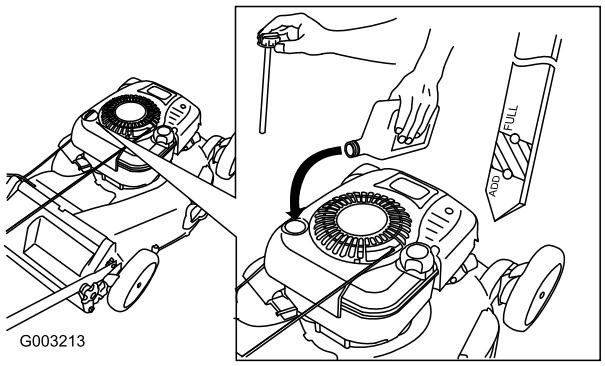

Figuur 7
1. Verwijder de peilstok (Figuur 7).
2. Giet **langzaam** olie in de vulbuis totdat het peil de Vol-markering op de peilstok (Figuur 7) bereikt. **Niet te vol vullen.** (Maximale vulhoeveelheid: 0,77 l, type: SAE 30W reinigingsolie, met onderhoudsclassificatie SF, SG, SH, SJ, SL van het American Petroleum Institute (API) of hoger).